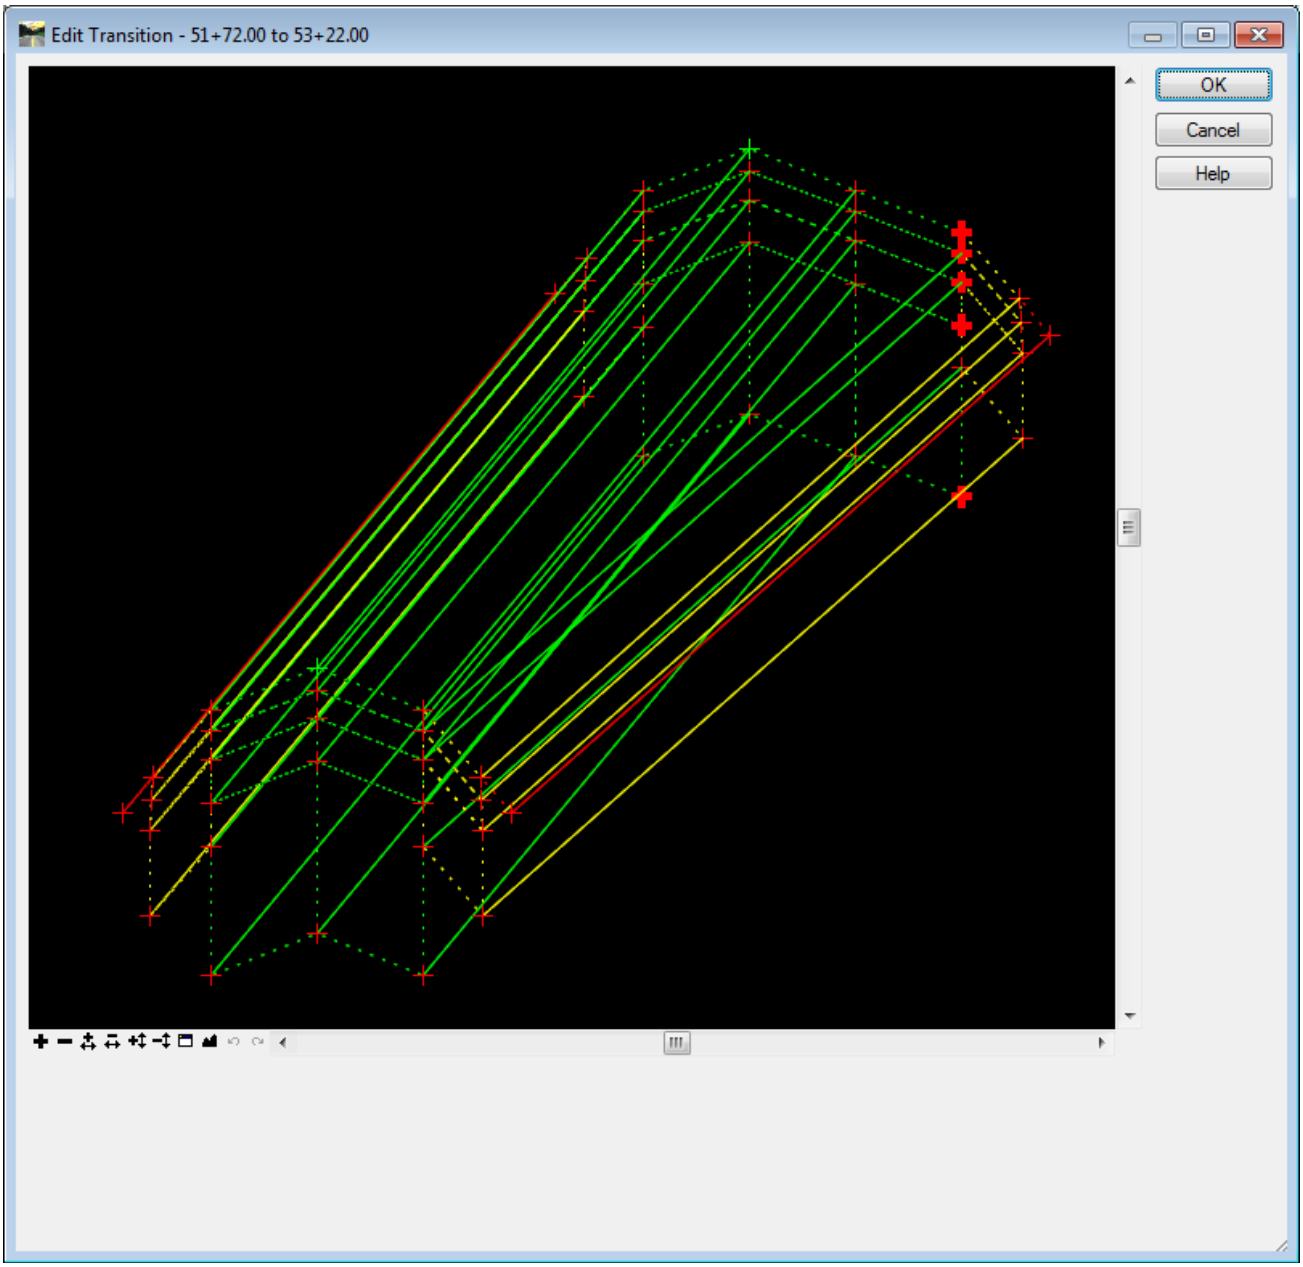

Figure L8-22 Edit Transitions
- Double click the Yellow transition zone in the Plan View as shown here. The **Edit Transition** window opens as shown in *Figure L8-22*.